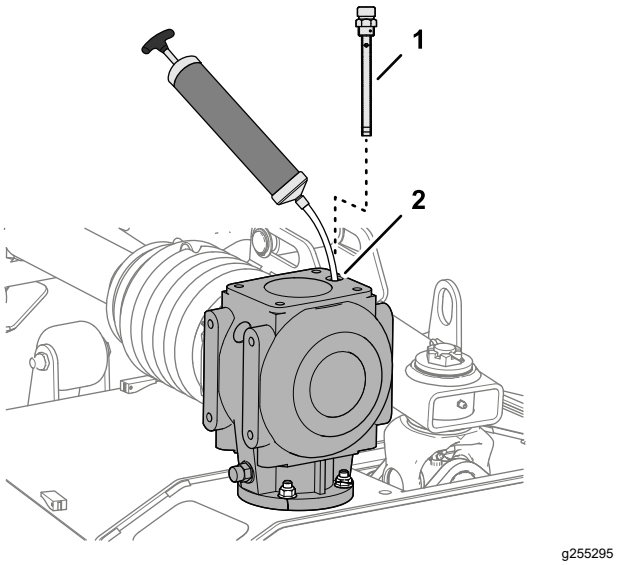

Figuur 62
1. Verwijder de peilstok aan de bovenkant van de tandwielkast (Figuur 62).
2. Gebruik een zuigpomp door de peilstokopening om de vloeistof uit de tandwielkast te verwijderen (Figuur 62).